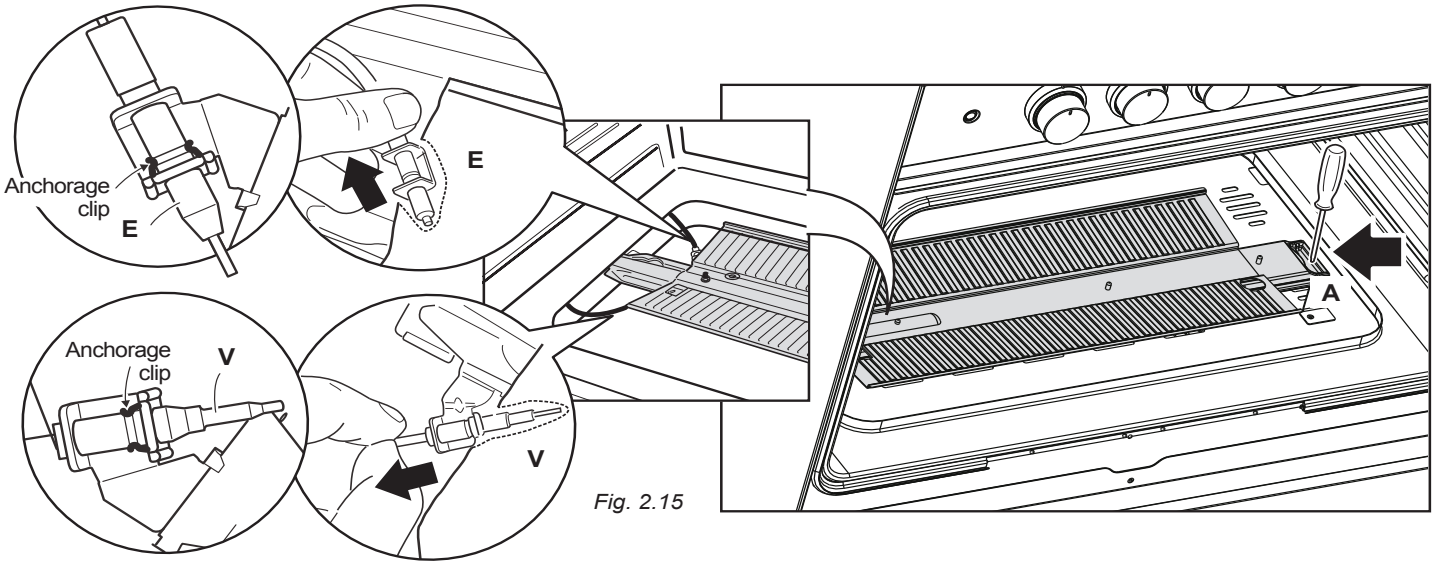

Fig. 2.15
- Gently unlock, from the burner, the safety valve probe "**V**" and the ignition electrode "**E**" (as indicated in fig. 2.15). Take care not to damage the probe and the ignition electrode.
- Unscrew and remove the burner securing screws "**A**" (fig. 2.15).
IMPORTANT: Pay special attention to replace correctly the safety valve probe "V" and the ignition electrode "E" as per figure 2.15. Check the correct operation of the safety valve and the ignition electrode.